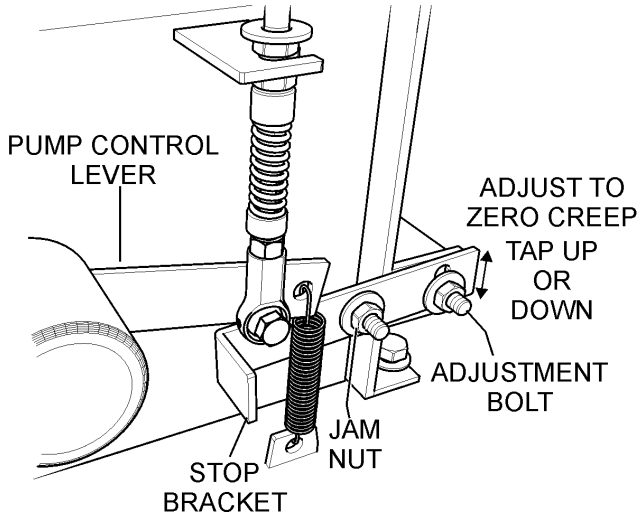

Figure 49. Pump Control Lever Adjustment
2. Locate the ***pump control lever*** adjustment bolt (Figure 49).